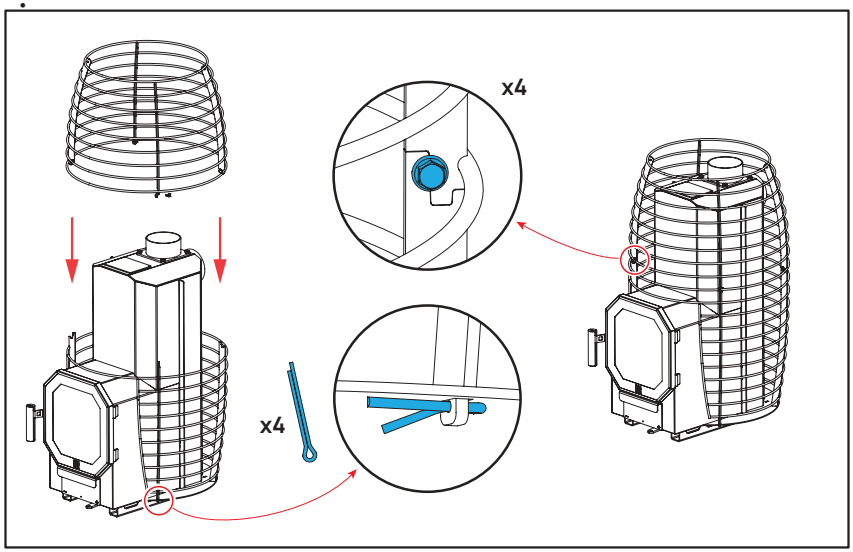

Figure 13. Démontage de la partie supérieure de la cage à pierres HIVE Flow.
- La cage à pierres HIVE Flow se compose de deux parties démontables. Pour poser les pierres dans la partie inférieure de la cage, démontez sa partie supérieure et relevez-la autant que le permet le raccordement à la cheminée (**Figure 13**).